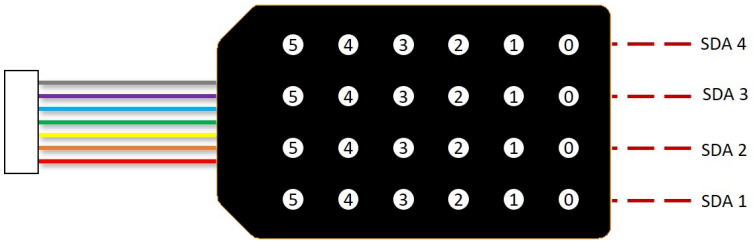

Figure 1: Taxel position.
Each Sensor Module has 24 sensing points (taxels) in total. Each taxel measures 3-axis skin deformation. The sampling rate is 83 Hz. Each measurement has 16-bit (8 Most Significant Bit/ MSB and 8 Least Significant Bit/ LSB) resolution per axis. Please see Figure.1 for the taxels' number, their position, and their respective SDA.
- SDA number is as shown in Figure 1. The SDA number of SDAX is (SDAX - 1). For example, the SDA number of SDA1 is 0.
- Taxel Number is as shown in Figure 1.